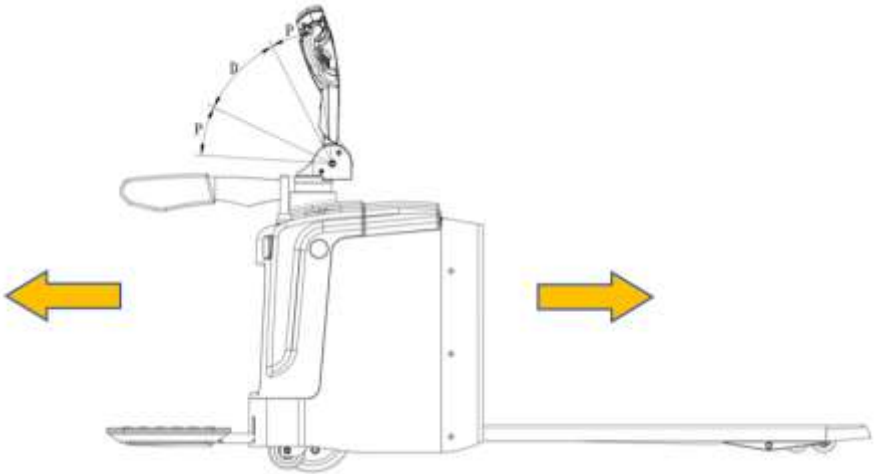

Рис. 7 – Движение тележки
— Установите рукоять управления в диапазон перемещения (D) и нажмите рычаг акселератора (см рис. 7).